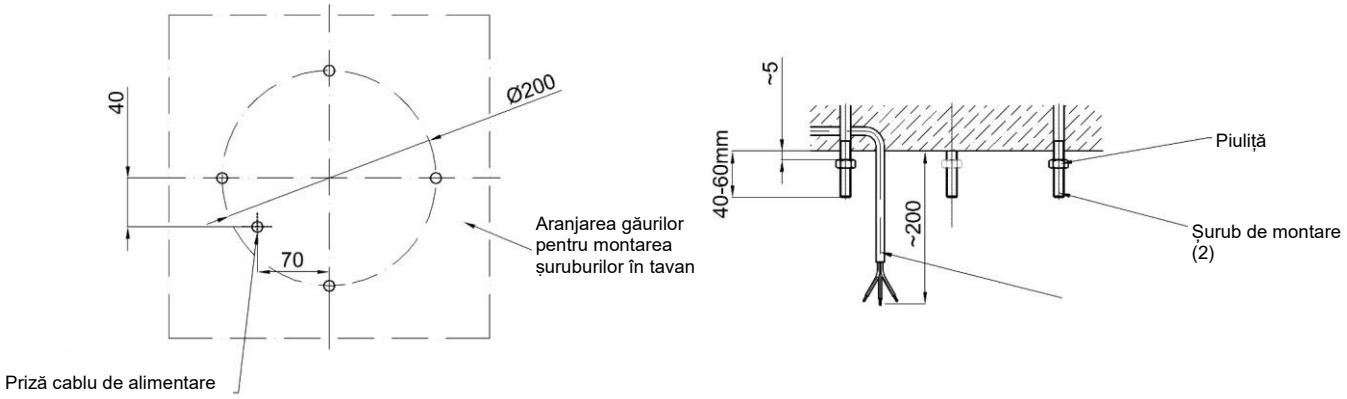

Figura 2. Schița locului de instalare a lămpii SOLIS 30C
- Cablurile de instalare trebuie să iasă din tavan cu min. 200 mm cu o secțiune de cel puțin 1,5 mm². Figura 2 arată poziția optimă a ieșirii cablurilor de instalare.